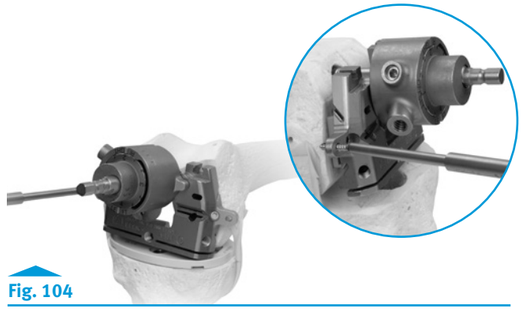

Fig. 104
- Secure the cutting block to the femur with two Hex-head Screws **(Fig. 104)**.
Note: Use the inside screw holes for all primary cases that do not require Distal Femoral Augments. Use the outside screw holes if 5mm or 10mm Distal Femoral Augment Provisionals are used (Fig. 104).